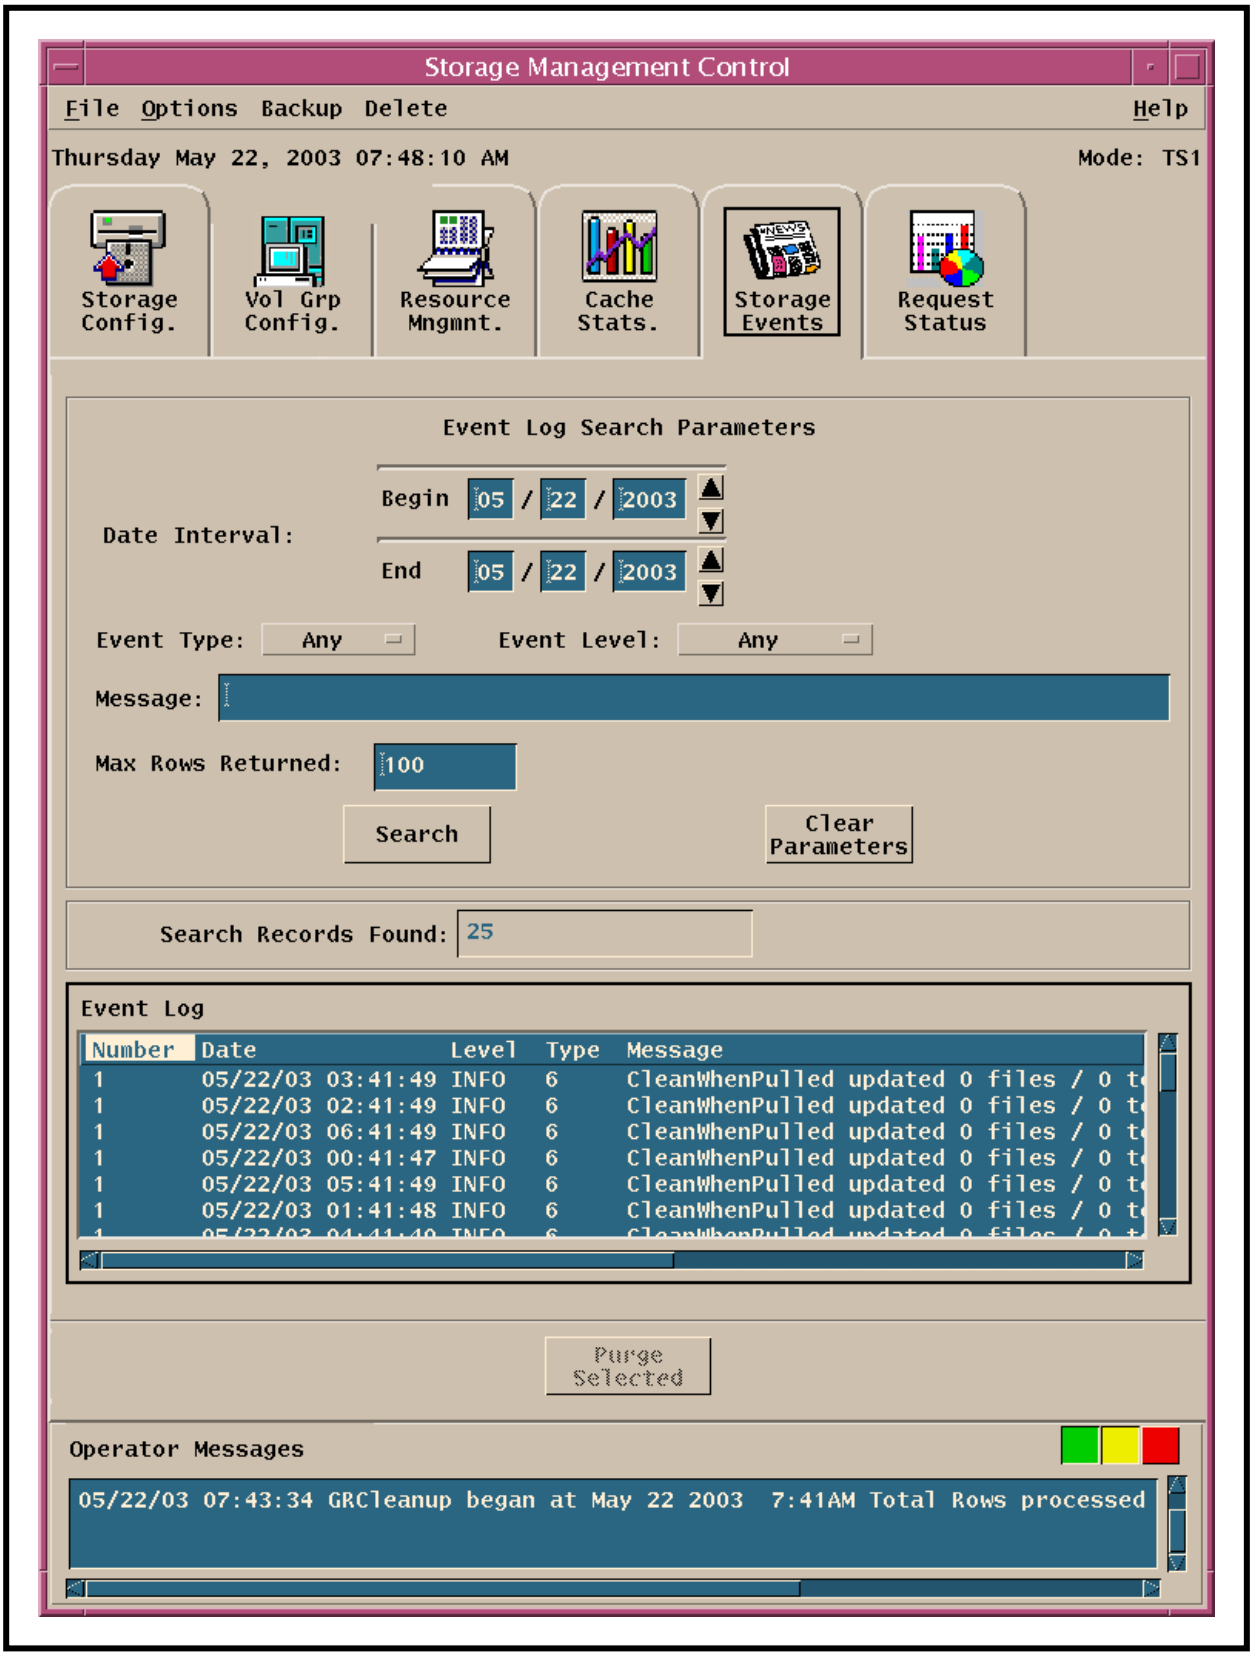

Figure 15. Storage Events Screen
- The **Storage Events** screen (Figure 15) is displayed.
- The search results are displayed in the **Event Log** table of the **Storage Management Control** GUI **Storage Events** tab (Figure 15).